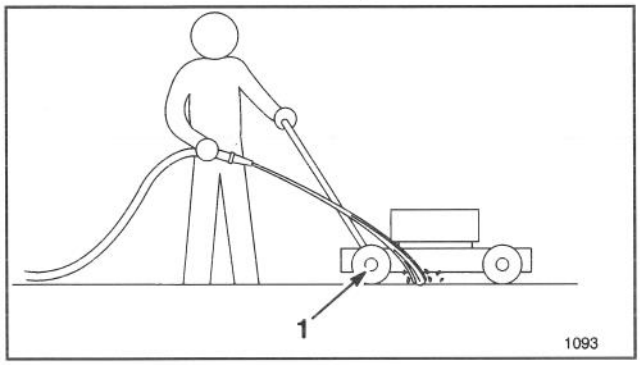

Abbildung 25
3. Mit dem Gartenschlauch vom Griff her in Richtung Vorderseite des rechten Hinterrads nach unten abspritzen (Abb. 25). Das rotierende Messer zieht Wasser unter das Mähergehäuse, und vorhandene Grasreste werden ausgespült. Das Wasser einige Minuten lang oder so lange laufen lassen, bis kein Gras mehr von der Unterseite ausgespült wird.